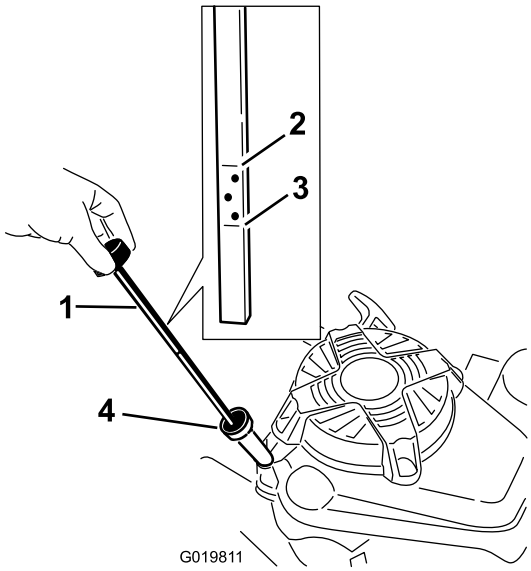

Figuur 10
Controleer voor elk gebruik of het oliepeil tussen **Bijvullen-** en **Vol**-markeringen op de peilstok staat (Figuur 10).
2. Maak de omgeving van de peilstok schoon (Figuur 10).
6. Lees het oliepeil af van de peilstok (Figuur 10).